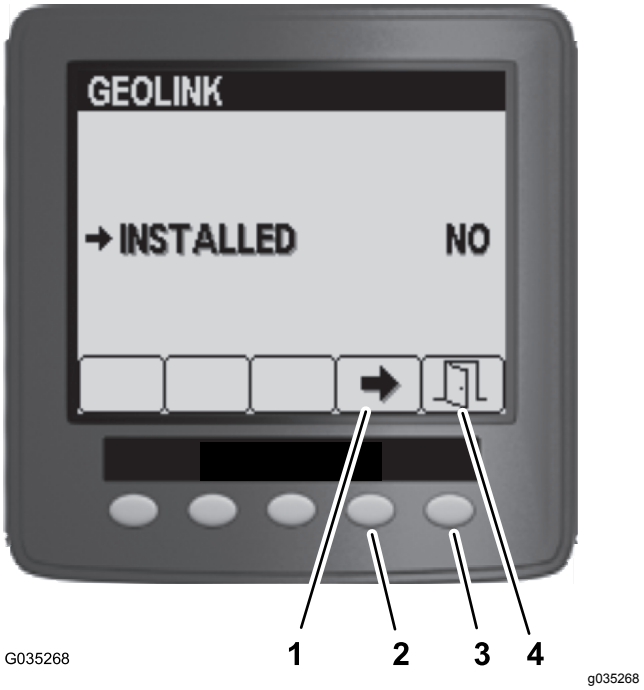

Figuur 102
5. Druk in het menu GeoLink op knop 4 om 'Nee' te selecteren, en druk op knop 5 om uw instellingen te bewaren en het menu te verlaten (Figuur 102).